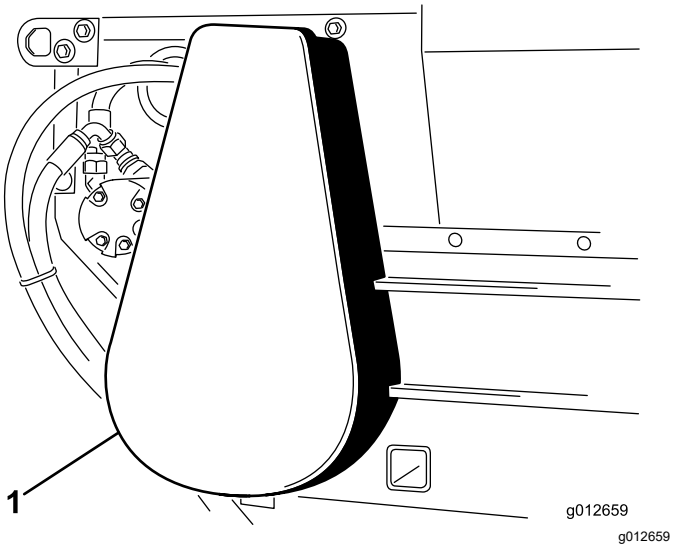

Figuur 28
1. Verwijder het kettingdeksel (Figuur 28).